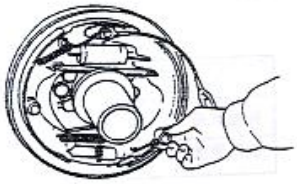

Figure 2-21
(5) Use a E-shape retaining ring to seize the parking brake cable.
(6) Mount the brake shoe with a fixed spring. See figure 2-21
(7) Mount the compression spring on the push lever of hand brake, and then mount the push lever onto the brake shoe.